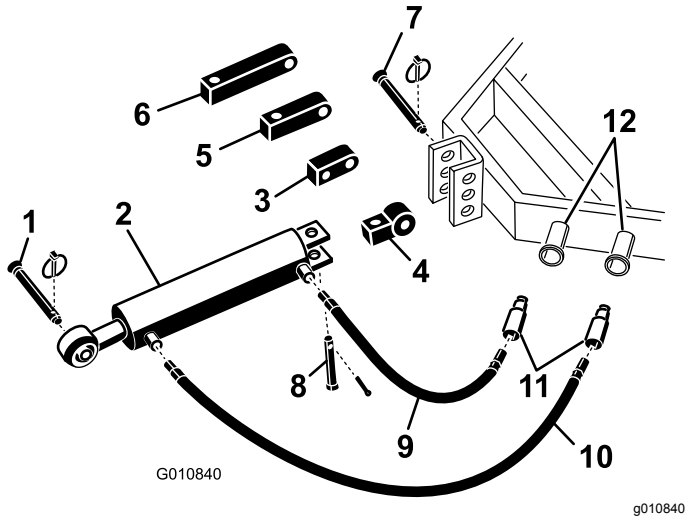

Figur 5
1. Fäst kopplingsänden på den hydrauliska topplänken på traktorn med de sprintar som levererades med traktorn (Figur 5). Placera den hydrauliska topplänken så att stavänden är riktad mot luftaren. Cylinderportarna ska placeras vända mot traktorns hjälphydraulik.
Obs: Om hydraulicylindern måste placeras med portarna vända uppåt justerar du cylindern med hjälp av rotationsblocket i stället för standardmonteringsblocket (Figur 5). En 90-graders hydraulkoppling kan användas istället för rotationsblocket (kopplingar medföljer ej).
(Figur 5). Ta bort förbindelselänken från cylindern.
B. Montera rotationsblocket på cylindern med de sprintar som togs bort tidigare (Figur 5).
2. Anslut den 107 cm långa hydraulslangen till den hydrauliska topplänkens port som finns närmast luftaren Figur 5. Applicera gängtätningstejp eller gängtätningsmassa på slanggängorna för att förhindra läckage.
3. Anslut den 76 cm långa hydraulslangen till den hydrauliska topplänkens port som sitter närmast traktorn (Figur 5). Applicera gängtätningstejp eller gängtätningsmassa på slanggängorna för att förhindra läckage.
du ett förlängningsblock i stället för standardmonteringsblocket när du ansluter cylindern till traktorn (Figur 5).
A. Avlägsna saxpinnen och sprinten som håller fast standardförbindelselänken på cylindern (Figur 5). Ta bort förbindelselänken från cylindern.
B. Montera förlängningsblocket med önskad längd på cylindern med de sprintar som togs bort tidigare (Figur 5).